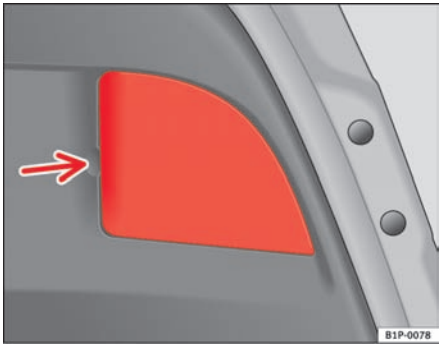

Fig. 172 Lights on the tailgate
– Pull the cover off. See the arrow ⇒ fig. 172.